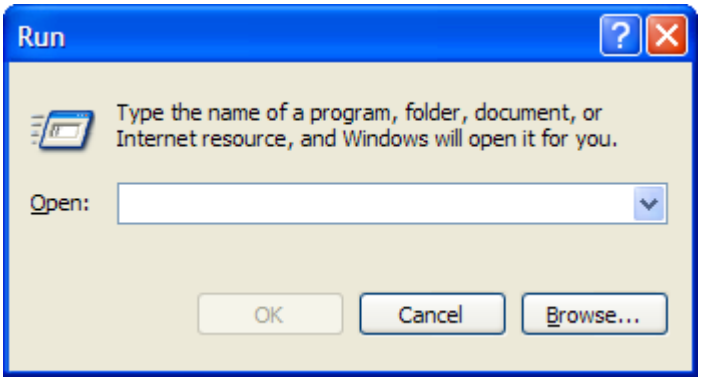

Figure 13.1-2. The Run dialog box
a. Open the Run dialog box by clicking Start, then Run, or by pressing WIN+R keys on the keyboard (Figure 13.1-2).